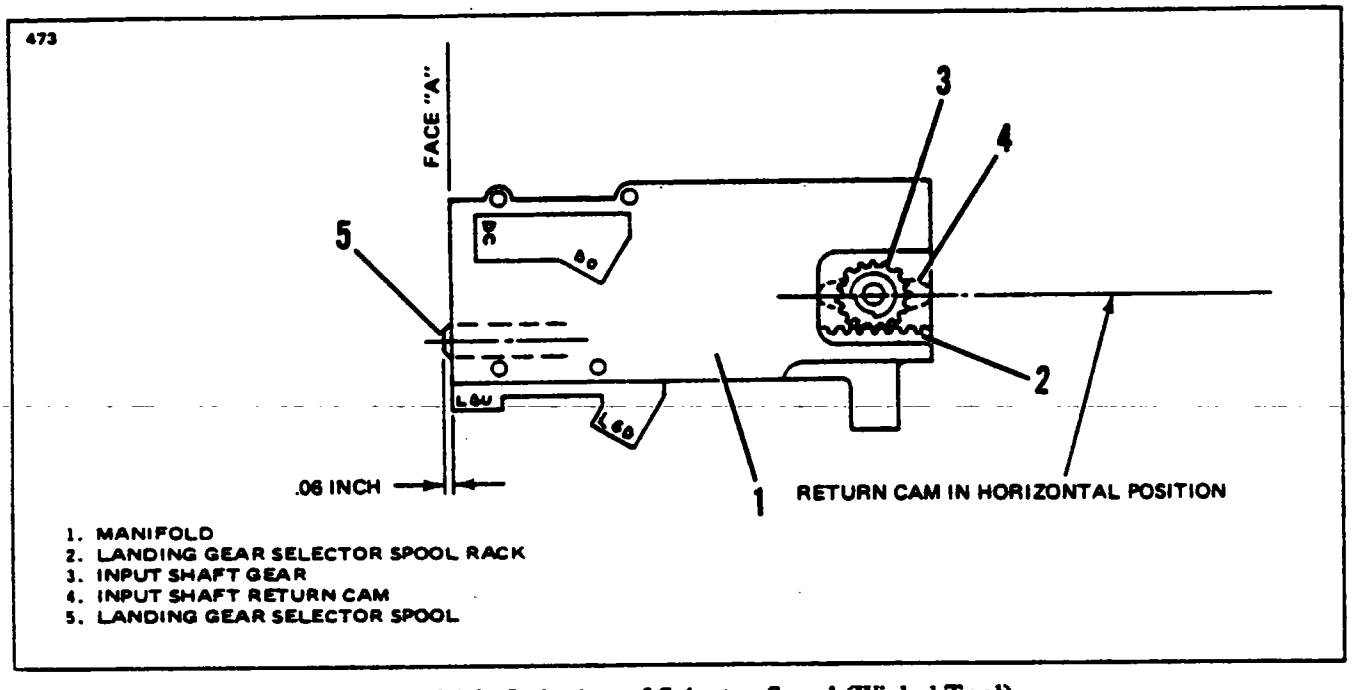

Figure 6-16. Indexing of Selector Spool (Wiebel Tool)
When mating the manifold with the Power Pack body, index the landing gear selector spool rack with the input shaft gear as shown in Figure 6-16. With landing gear selector spool (5) protruding .06 inches from face "A" of manifold (1) and the input shaft return cam (4) in the horizontal position, tooth of input shaft gear (3) will match with toothspace in the landing gear selector spool rack (2).
d. Install the four manifold attaching bolts and torque to 35 inch-pounds. Do not over torque bolts as this will cause binding of the landing gear selector spool (17).
e. Lubricate "O" ring (22) and "O" ring (24) and install on plunger (23).
f. Install plunger (23) and lubricated spring (25) into manifold (35).
g. Lubricate threads of retainer (26), install into manifold (35). Torque to 25 inch-pounds and safety wire retainer (26) to manifold (35) using wire (47).